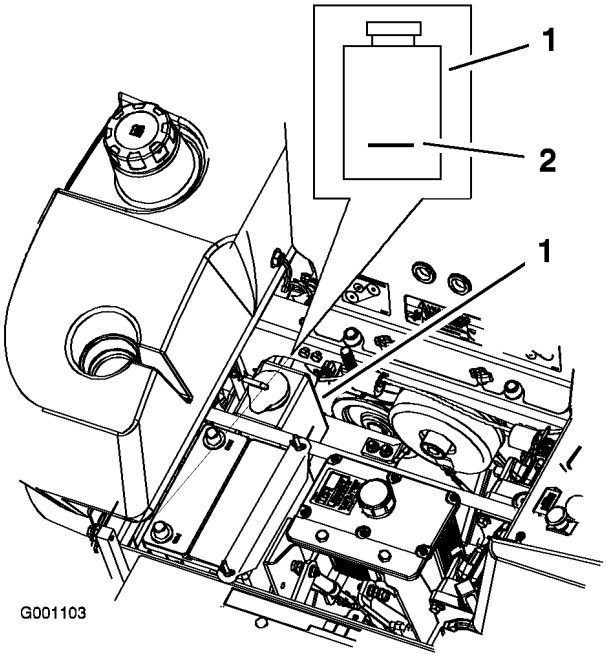

Figur 53
3. Kontroller, at motorkølervæsken ikke løber over. Væskestanden skal nå op til mærket på beholderens yderside (Figur 53).
4. Hvis kølervæskestanden er lav, skal du tilføre en 50/50-blanding af antifrostopløsning med forlænget levetid/Dex-Cool® og vand i beholderen (Figur 53).
5. Hæld 50/50-kølervæskeblandingen i beholderen, og fyld op til indikatorlinjen på beholderen (Figur 53).